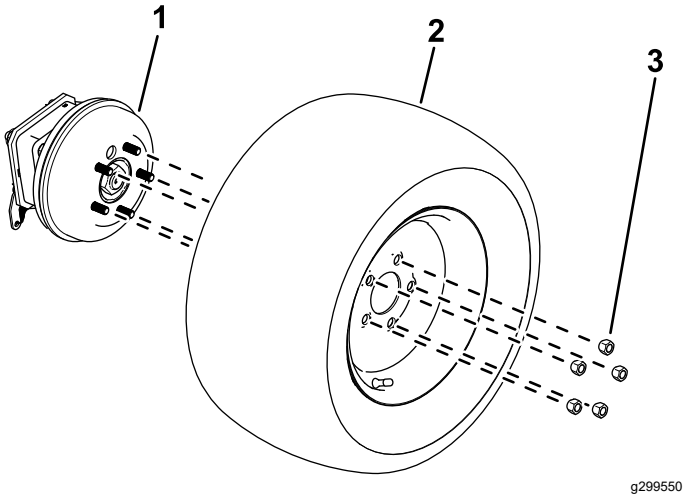

Figura 12
1. Afloje y retire las tuercas de las ruedas (Figura 12).
2. Retire las ruedas de los cubos de las ruedas (Figura 12).
1. Utilice las tuercas que se retiraron anteriormente para sujetar las ruedas a los cubos de las ruedas (Figura 12).